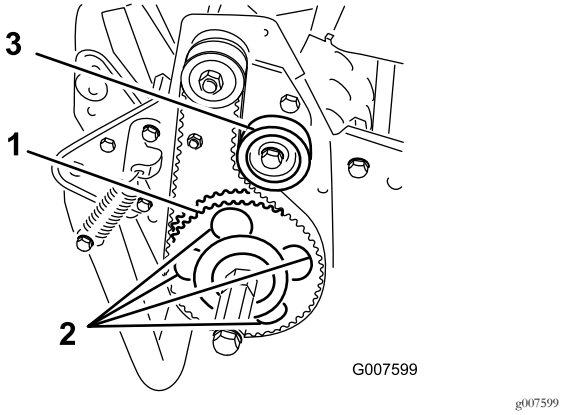

**Figur 45**
7. Drej drivremskiven, indtil hullerne står ud for rullelejets 4 flangeskruer (Figur 45).
11. Juster remspændingen, og spænd styreremskivens monteringsskrue (Figur 45).